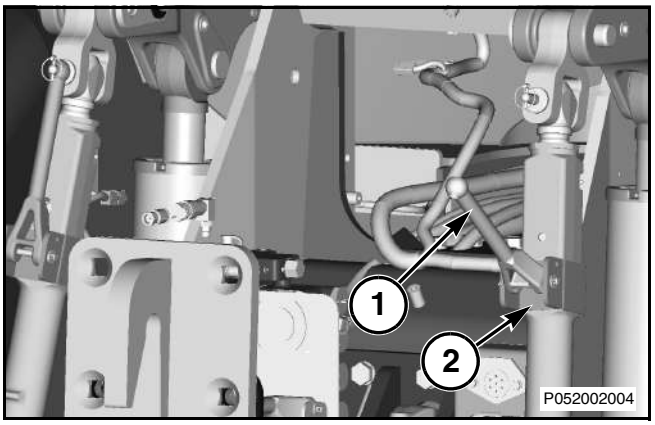

Рис. 147
Рис. 147: Каждый подъемный рычаг имеет возможность индивидуальной регулировки длины. Подъемные рычаги можно использовать для выравнивания правой и левой сторон навесного оборудования в горизонтальной плоскости. Для регулировки какого-либо раскоса снимите пружинную защелку и оттяните рукоятку (1) наружу.